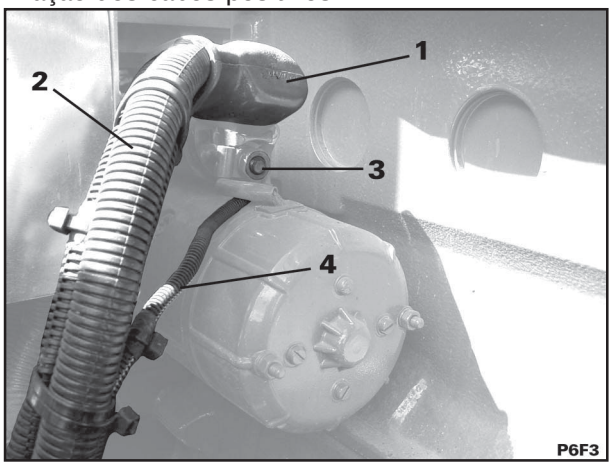

Fig. 3
3. Puxe a coifa (1 – fig. 3), para acessar a porca de fixação dos cabos positivos.
4. Retire a porca (1 – fig. 3) e a arruela, etiquete e desconecte os cabos positivos do motor de partida (2 - fig. 3)
5. Retire a porca (3 – fig. 3) e a arruela, etiquete e desconecte o fio do solenóide (4 – fig. 3) do motor de partida.